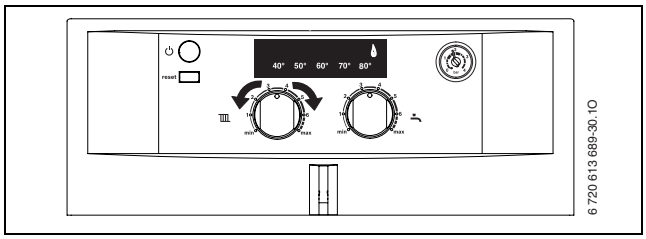

Fig. 30
- Allentarela vite della presa di pressione gas (1) (→ pag. 29) e collegare il manometro gas.
- Ruotare il selettore di temperatura per acqua calda sanitaria in posizione centrale (→ fig. 30).